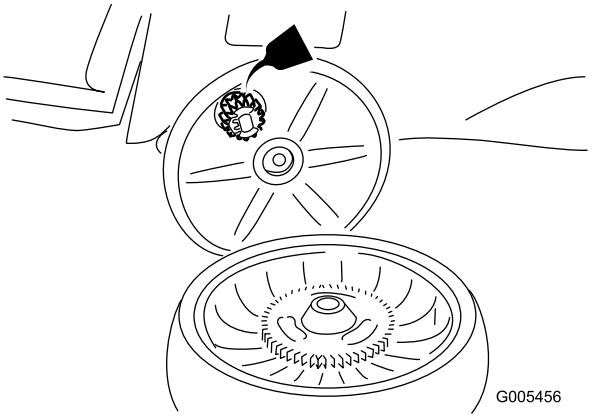

Figur 33
2. Påfør smøreolje på giret som vist på Figur 33.